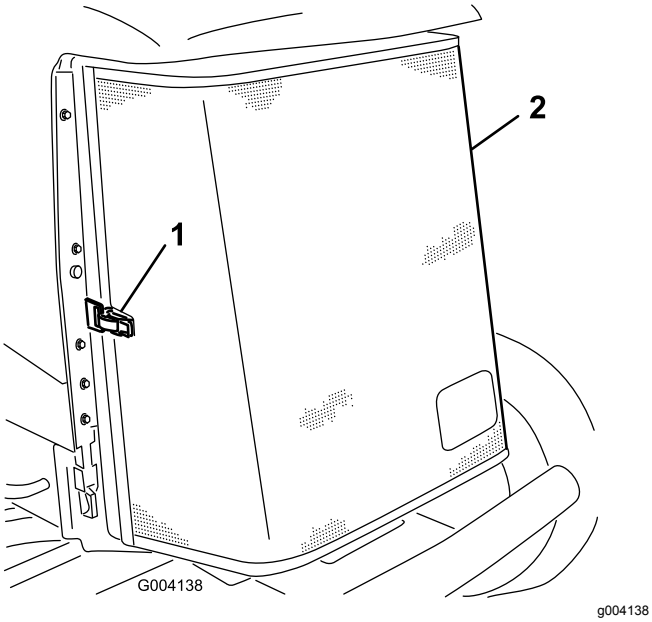

**Figur 84**
3. Lossa klämman och vrid upp det bakre gallret (Figur 84).